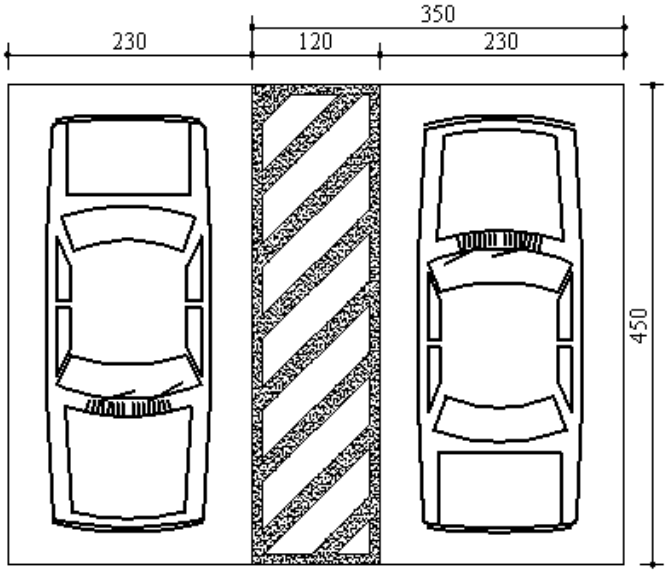

FIGURA 34
4) VAGAS DE ESTACIONAMENTO: Exceto no uso residencial, toda edificação deverá disponibilizar o mínimo de 2% do total de vagas adaptadas para deficientes físicos. As vagas adaptadas estão incluídas no número de vagas estabelecido pela legislação municipal. As dimensões mínimas de cada vaga são de 3,50m x 4,50m, isto é, a vaga padrão de 2,30m x 4,50m mais uma faixa de 1,20m voltada para o lado do motorista (FIGURA 34). No caso de residenciais multifamiliares, considerados de impacto, ver regras especiais definidas pela CEPD- Comissão Executiva do Plano Diretor.